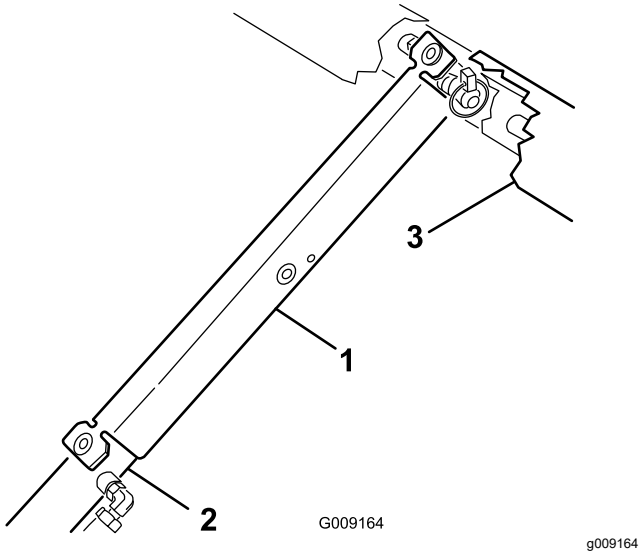

Figuur 14
3. Druk de laadbakbeveiliging op de cilinderstang en zorg ervoor dat de beide uiteinden van de laadbakbeveiliging rusten op het uiteinde van de cilinderbus en het uiteinde van de cilinderstang (Figuur 14).